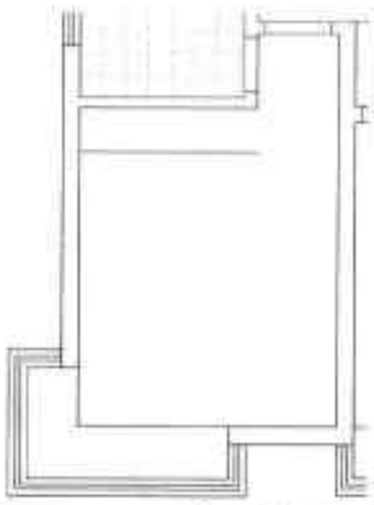

图19-64 偏移墙体线
Step 11 执行“偏移”命令，将墙体线向下偏移 600mm，如图 19-64 所示。